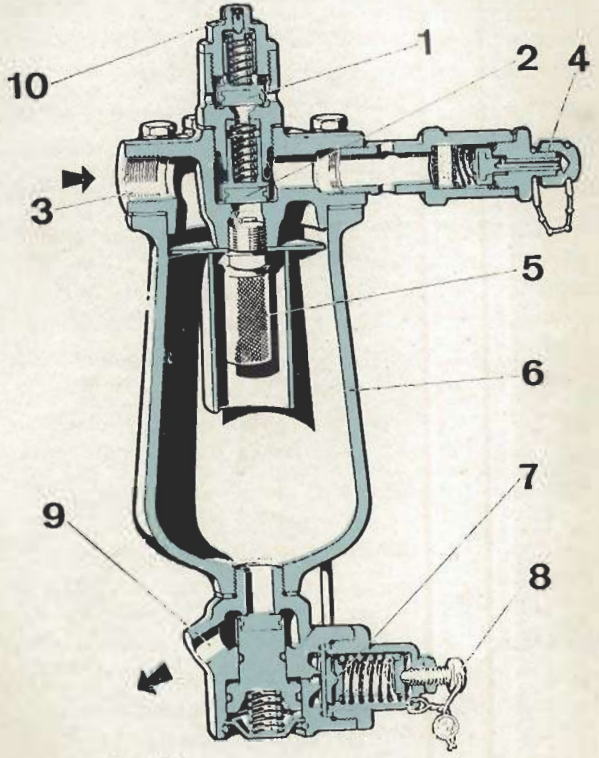

**Fig. 11.2. - Depurador-regulador de aire**
## 11.4 **DEPURADOR-REGULADOR DE AIRE** (fig. 11.2)
c) **El regulador de presión pone el compresor en marcha en vacío, cuando en el depósito no se ha alcanzado todavía la presión de 7 Kg./cm.²** — Es debido a que el tornillo (8) no está convenientemente regulado. Se corregirá aflojando la contratuerca y atornillando el tornillo (8), hasta lograr que la presión de llenado del depósito alcance los 7 Kg./cm.².
**Ajuste del regulador automático.**—Si no estuviera a 7 Kg./cm.², sacar el precinto, aflojar la contratuerca, maniobrar el tornillo-regulador (8) hacia la derecha o la izquierda, según interese aumentar o disminuir respectivamente la presión. Ya efectuado el ajuste asegurar el tornillo con la contratuerca, y precintarlo nuevamente.
**Ajuste de la válvula de seguridad.** — Si no estuviera a 9 Kg./cm.², anular el accionamiento del regulador-automático, girando el tornillo-regulador (8) hacia la derecha, para sobrecargar el muelle. Al equilibrarse la presión del depósito con la de la válvula, ésta se dispara oyéndose un escape de aire por los orificios situados en el cuerpo de la válvula. Para lograr la presión precisa, utilizar el correspondiente tornillo (10) de ajuste. Ya obtenido el disparo de la válvula a 9 Kg./cm.², desblocar el regulador automático.
**Válvula de inflar neumáticos** (4 - fig. 11.2). — Para utilizarla, sacar el tapón situado en el extremo del cuerpo (4) de descarga automática y conectar la extremidad de la manguera, roscándola en el racor que a su vez abrirá la correspondiente válvula, quedando el circuito de aire conectado al neumático de la rueda. El aire suministrado al neumático queda filtrado por un tejido de malla de nylon.